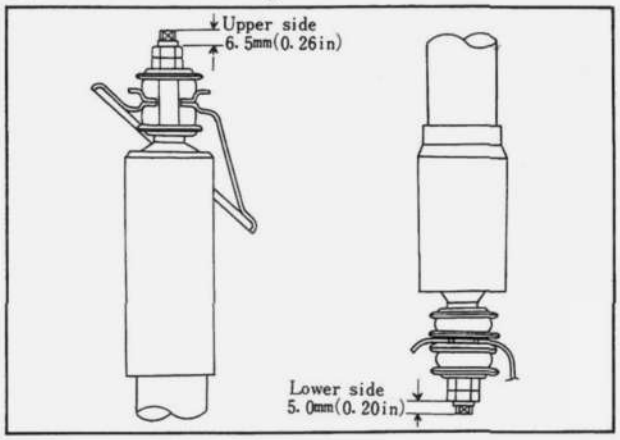

Fig. 13A–4 Tightening of lock nut
2. Tighten the shock absorber upper nuts to the dimension shown in Fig. 13A–4.